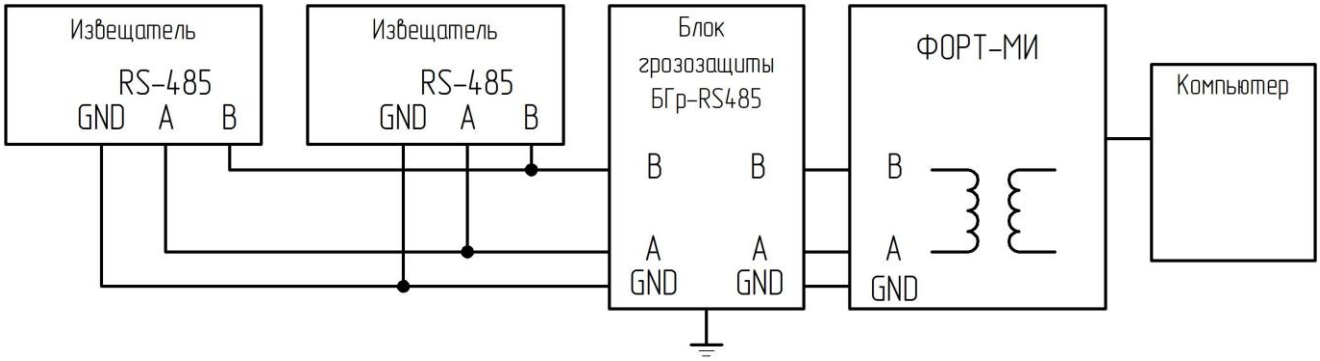

Рисунок 2.1 – Подключение извещателей в одну линию управления по интерфейсу RS-485
– объединять минусовые цепи всех извещателей и преобразователя интерфейса в данной линии (рисунок 2.1);
2.4.2.18 Для удалённого управления извещателем «ЦИКЛОП-30» применяется компьютер, работающий на платформе Windows и подключенный к извещателю через интерфейс RS-485. Извещатель подключается к компьютеру через преобразователь интерфейса (рисунок 2.1). Преобразователь интерфейса поставляется по отдельному заказу. Принцип работы с извещателем через интерфейс RS-485 полностью аналогичен работе через интерфейс USB.